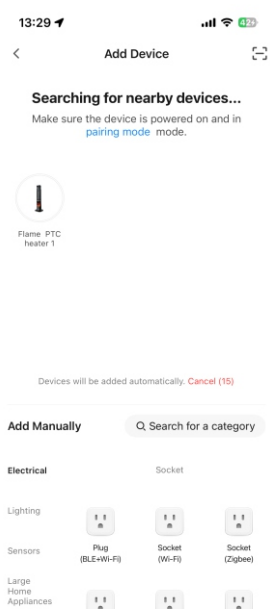
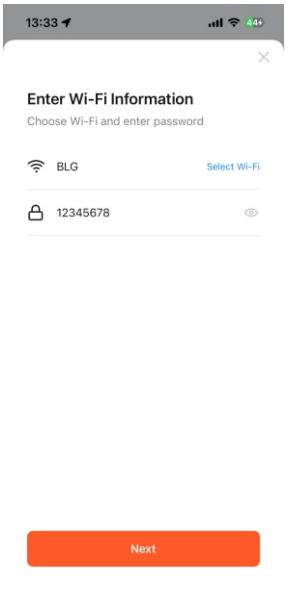

Bild4
Bild5
3) Es erscheint dann die Ansicht aus Bild 4. Klicken Sie auf das mit dem Pfeil markierte Symbol, wählen Sie das WLAN aus, über das eine Internetverbindung hergestellt werden kann, geben Sie das WLAN-Passwort ein und klicken Sie auf „Weiter“, wie in Bild 5 gezeigt.